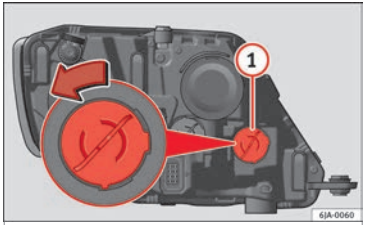

Fig. 94 Changing turn signal bulbs.
– Turn the bulb holder ››› Fig. 94 (1) anti-clockwise and remove it.